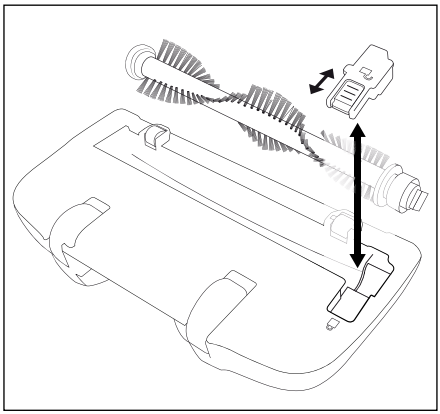

Rys. 4
2) Przesuń zatrzask na pokrywie w kierunku 🔓-symbol tak, aby można było zdjąć pokrywę (Rys. 4).
7) Ponownie załóż pokrywę i zablokuj ją, przesuwając blokadę w kierunku 🔒-symbol (Rys. 4).